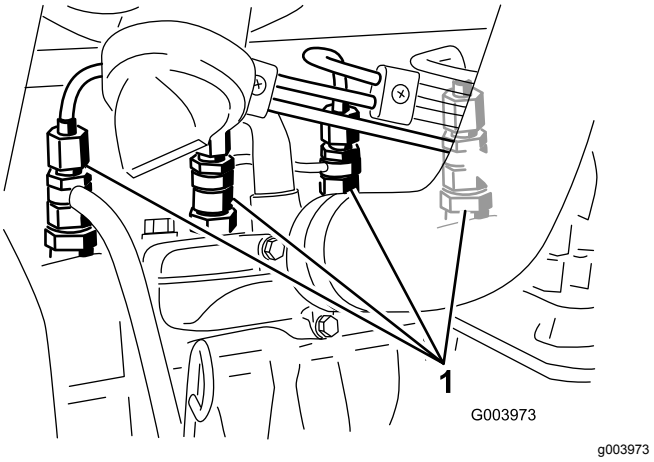

Figur 54
1. Løsn rørforbindelsen til dyse nr. 1 og holdersamlingen (Figur 54).